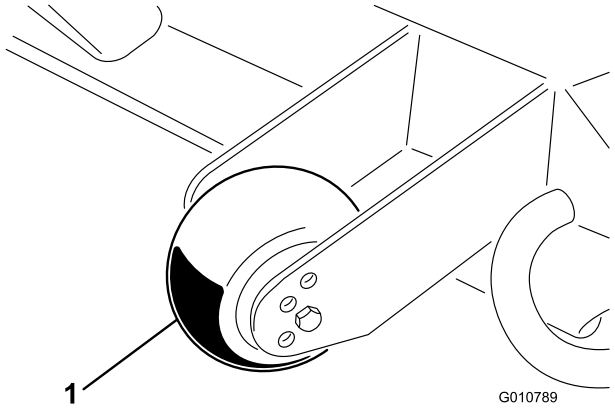

Figure 11
1. Enlevez la vis et l'écrou qui fixent la roue de jauge aux supports du plateau de coupe (Figure 11).